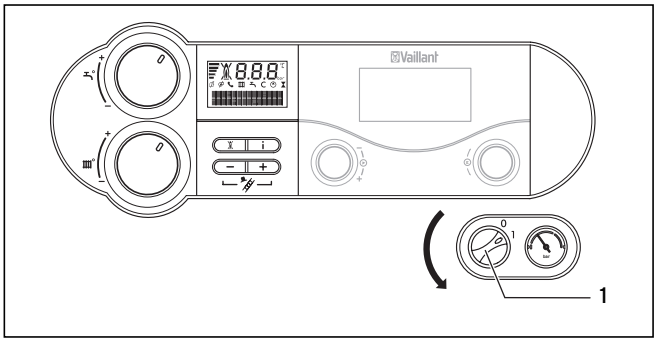

Abb. 4.17 Gerät ausschalten (hier abgebildet: atmoTEC/ turboTEC exclusiv)
- Drücken Sie nun gleichzeitig die Tasten „**+**“ (**1**) und „**-**“ (**2**) (siehe Abb. 4.17), um den Messbetrieb wieder zu verlassen. Der Messbetrieb wird auch beendet, wenn Sie 15 Minuten lang keine Taste betätigen.